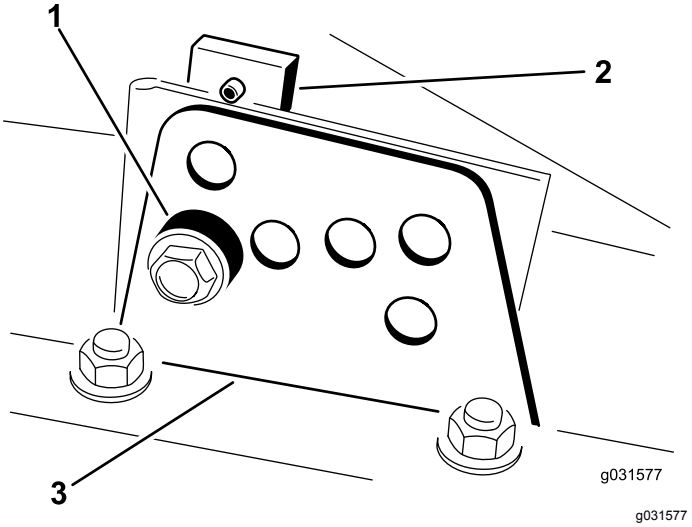

图 16
2. 拧松将各剪草高度支架固定至剪草高度板的螺栓前面和两侧如 图 16 所示。
4. 在支撑起切割腔的同时取出隔片 (图 16)。